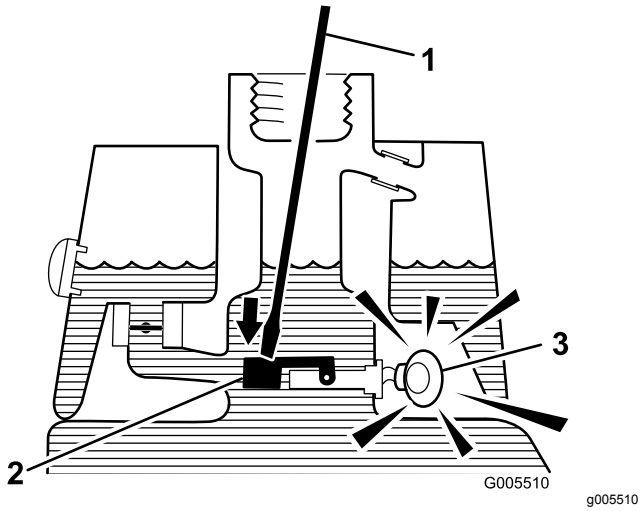

Figuur 26
3. Steek een schone staaf of schroevendraaier in de vulbuis en druk de vlotter voorzichtig naar beneden (Figuur 26). Na één seconde moet het alarm klinken.